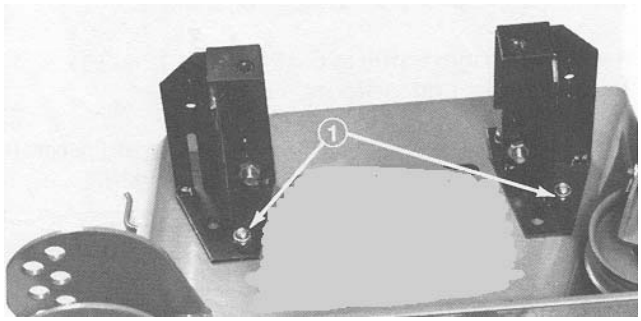

Figure 12
3. Using each bracket as a template, mark location of third mounting hole (left rear position) See Fig. 12.
4. Remove (2) knobs securing blower to mounting brackets. Remove blower.
5. Drill a 3/8" dia. hole for each bracket and secure with a 5/16 –18 x 3/4" lg. capscrew and locknut (Fig. 12).